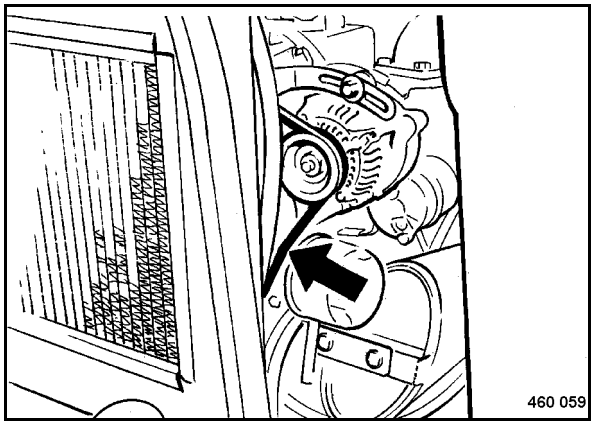

Fig. 98
- Examine the entire circumference of the V-belt (Fig. 98) for damage and cracks. Replace damaged or cracked V-belts.